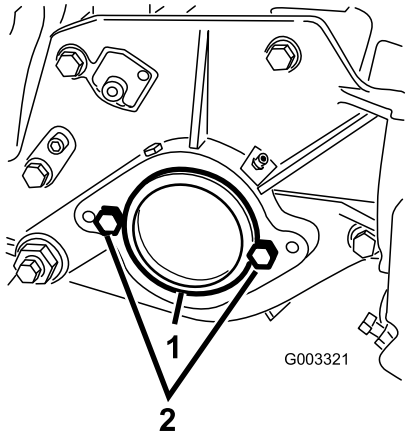

Figur 7
2. På høyre side av klippeenheten, fjern plastpluggen fra lagerhuset (Figur 7).
3. Fjern de to hodeskruene fra den høyre platen (Figur 7).
2. Hodeskrue (2)
5. Fjern de to hodeskruene som fester spolemotormonteringen på høyre side av klippeenheten (Figur 7).